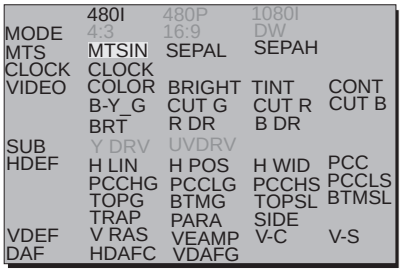

Figure 20. Serviceman Mode Menu Adjustments.
1. **Press Channel Up/Down and Volume Right/Left** on the **Remote Control** to select one of the available Service Adjustments (Fig. 20). Press ACTION to enter the adjustment. Press ACTION again to go back to the adjustments menu (Fig. 20).
2. **Press Volume Right/Left** on the **Remote Control** to adjust the level of the selected Service Adjustment (Fig. 20).
Note: *Write Down the original value set (*Fig. 20*) for each address before modifying anything. It is easy to erroneously adjust the wrong item.*
2. **Press Volume Up/Down** on the **Remote Control** to adjust the level of the selected Service Adjustment (Fig. 20).